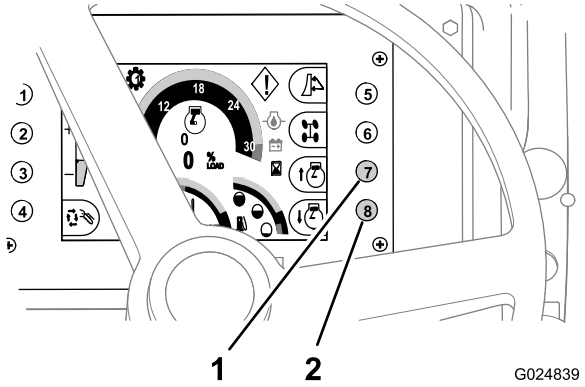

Figura 43
- Per **aumentare** il regime del motore, premete il pulsante 7 sul centro di comando (Figura 43).
- Per **diminuire** il regime del motore, premete il pulsante 8 sul centro di comando (Figura 43).